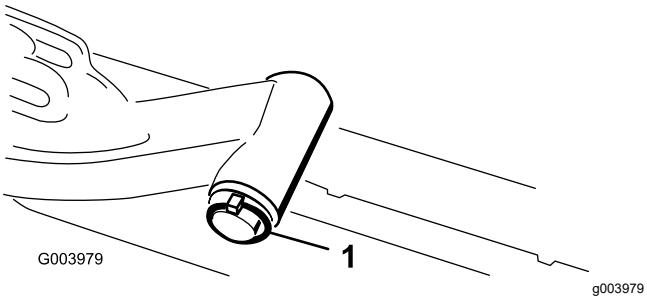

Figur 11
A. Fjern den ringstift og skive, der fastgør løftearmens drejeaksel til løftearmen, og skub løftearmens drejeaksel ud af løftearmen (Figur 11).
C. Sæt løftearmens aksel ind i løftearmen, og fastgør den med skiven og ringstiften (Figur 11).